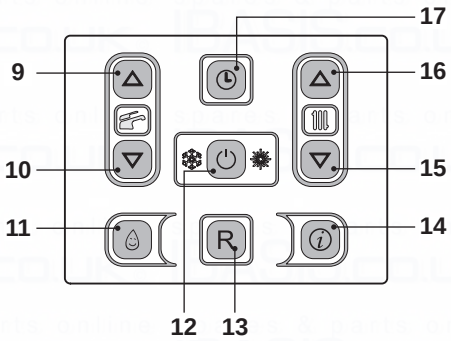
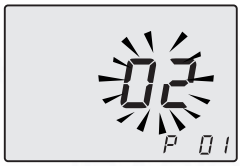
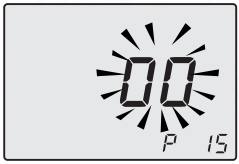

Fig. 7.17
Fig. 7.18
Fig. 7.19
- Enter in "programming mode" by pressing keys 12 - 15 - 16 (Fig. 7.17) for 10 seconds at the same time until the letters **P01** are displayed on the LCD display, indicating that "parameter 01, has been activated (Fig. 7.18).
- Scroll the various parameters using keys 15 or 16 until the letters **P15** are displayed on the LCD display, indicating that "parameter 15" (Fig. 7.19) has been activated.
- By pressing key 12 (Fig. 7.17) confirmation of the inserted value is obtained.
- Press keys 15 or 16 (Fig. 7.17) to exit without changing the value Fig. 7.19)
However, if the ambient temperature is not comfortable, the flow temperature of the heating plant can be increased or reduced by ± 15°C by acting on keys 15 (reduce) and 16 (increase) (Fig. 7.17).